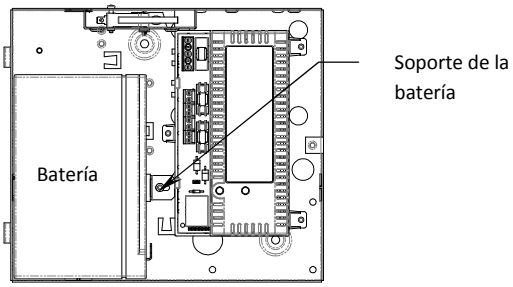

Fig. 2 GEN2-08-A
12) Coloque la batería como se muestra en la Fig. 2, evitando los espadines de conexión a picas de tierra y los tornillos de sujeción de la tapa. Ajuste el soporte de la batería para mantener la batería en su posición.